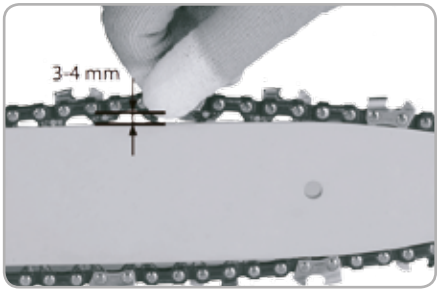

**Fig.4**
- Lanţul este tensionat corect atunci când este posibilă ridicarea acestuia de pe şina de ghidare şi înălţimea acestuia în poziţie orizontală la mijlocul şinei de ghidare este de 3 până la 4 mm (fig.4).